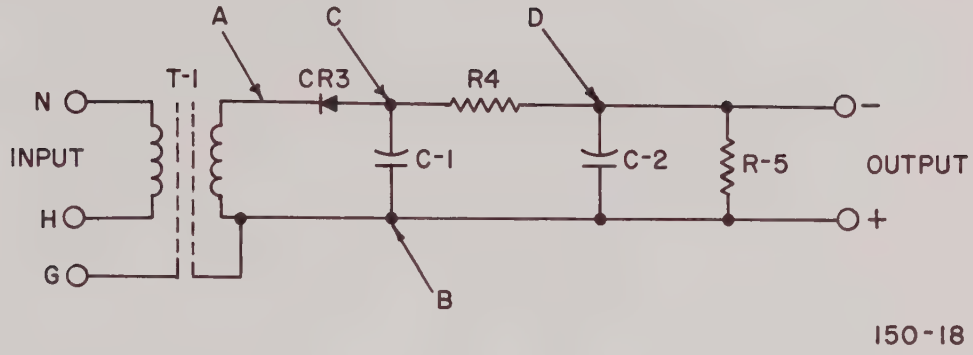

Figure 3. AC-DC voltage unit, schematic diagram
(1) Disconnect the line voltage source.
(2) Discharge capacitors C-1 and C-2.
(3) Refer to figure 3 and check for the values specified in Table 2.